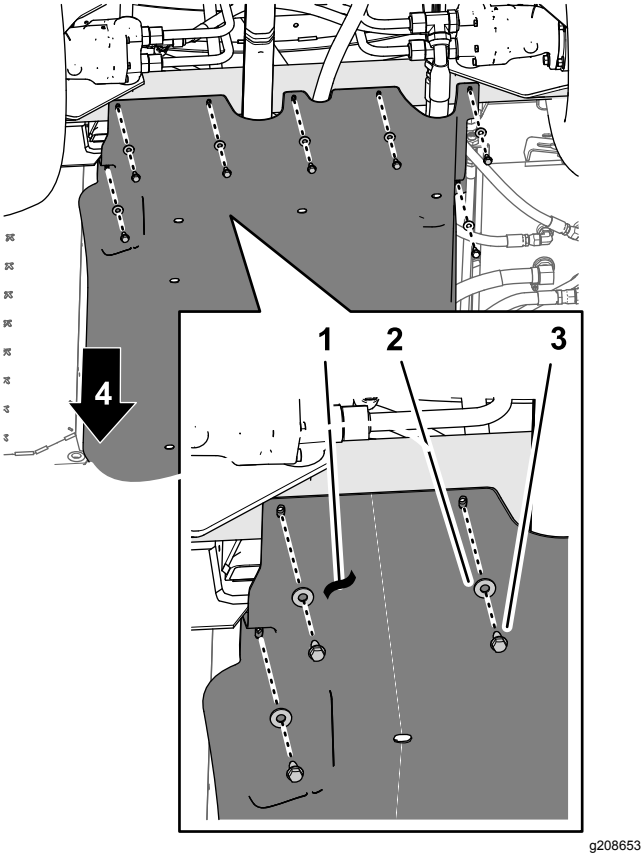
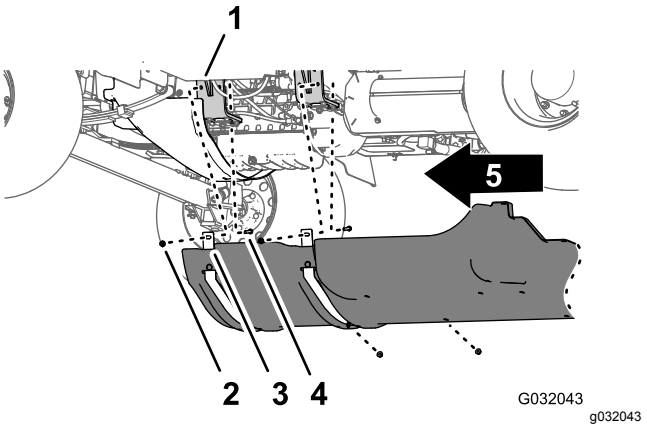

Figuur 22
Figuur 23
1. Verwijder de 7 flenskopbouten (5/16 x 7/8 inch) en 7 ringen (5/16 inch) waarmee het scherm van het onderstel achteraan vastzit aan het chassis van de machine (Figuur 22).
2. Verwijder de 4 flenskopbouten (5/16") van de bouten en de slotbout waarmee de steunbanden van het scherm van het onderstel bevestigd zijn aan de bevestigingsbeugels van de motor van de machine (Figuur 23).
4. Verwijder het scherm van het onderstel van de machine (Figuur 22 en Figuur 23).